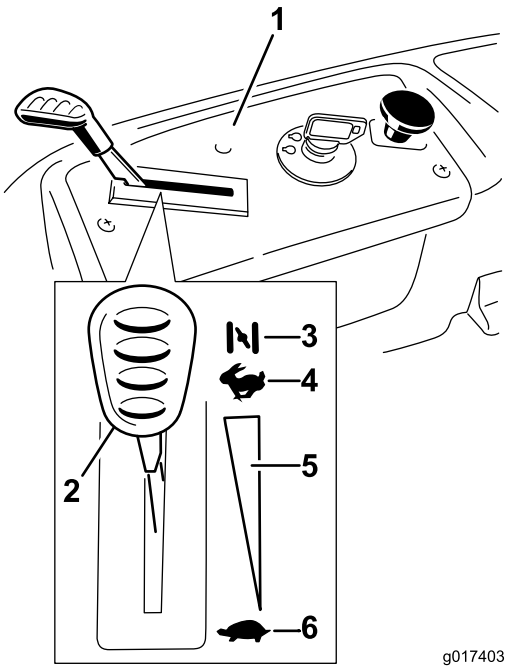

Figur 12
3. Flyt gashåndtaget til Choker, før du starter en kold motor (Figur 12).
5. Når motoren starter, skal du langsomt flytte gashåndtaget til Hurtig (Figur 12). Hvis motoren sætter ud eller er langsom til at starte, skal du flytte gashåndtaget tilbage til indstillingen Choker i nogle få sekunder. Gentag dette efter behov.
2. Flyt gashåndtaget mellem halv og fuld gas (Figur 12).